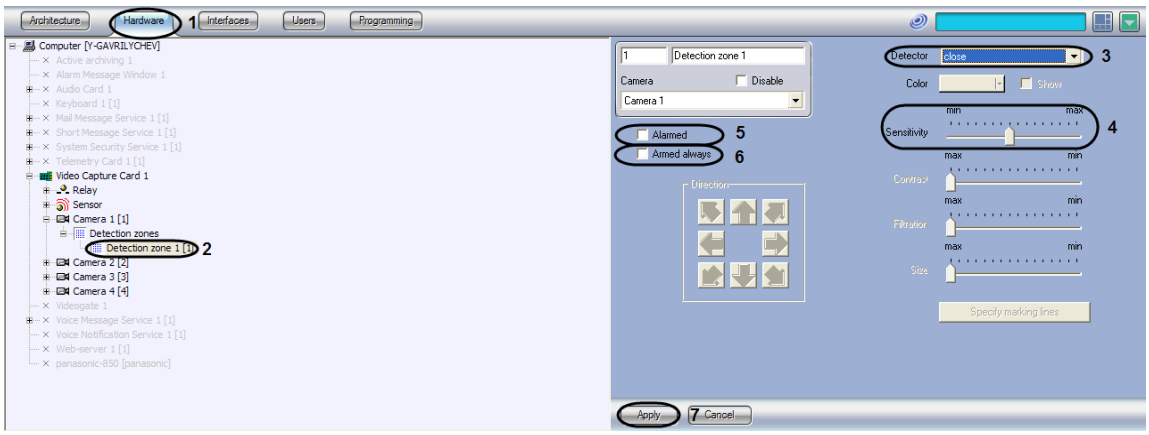

Figure 8.4-61 Configuring Cover detection tool
1. Go to the “Hardware” tab in the “System settings” dialog box (Figure 8.4-61, 1).
2. Select the “Detection zone” object corresponding to the required detection tool, on the “Hardware” tab in the objects tree (Figure 8.4-61, 2). The settings panel for the selected object appears on the right of the “Hardware” tab.
3. Enable the cover detection tool (see the “Enabling, configuring and disabling video detection tools” section) or select the focusing detection tool registered earlier (Figure 8.4-61, 3).
4. Set the value of the “Sensitivity” parameter by moving the the slider of the same name (Figure 8.4-61, 4). This setting corresponds to the contraction rate of the frame brightness histogram, i.e. estimation of grey filling ratio with which the detection tool is to trigger.
5. To enable the auto recording option on a cover detection tool alarm for the selected camera, set the “Alarmed” checkbox (Figure 8.4-61, 5).
6. To disable disarming of the cover detection tool by any user (irrespectively of his rights), set the “Armed always” checkbox (Figure 8.4-61, 6).
7. Click the “Apply” button (Figure 8.4-61, 7).